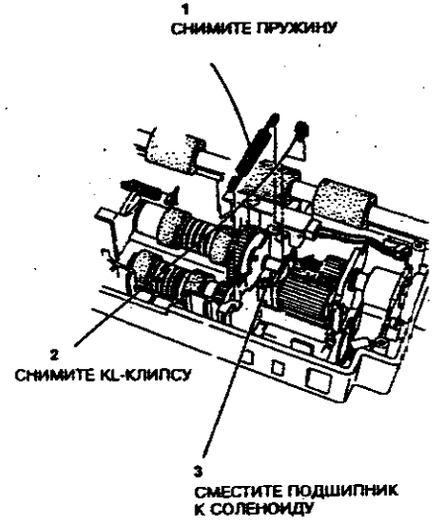

**Рисунок 1. Снятие крышки податчика**
2. (Рисунок 1) Снимите крышку податчика.